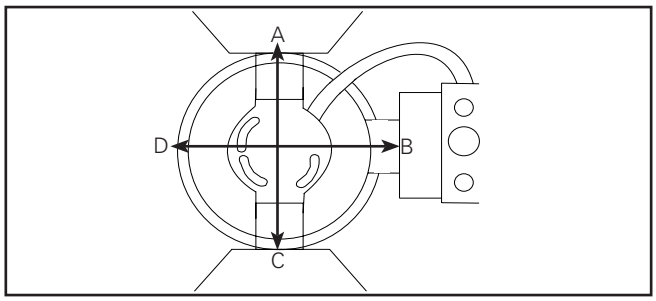

Figure 4. Wall Wash Diagram
Note: For Wall Wash Installations, housing is to be installed with one of (4) sides (A,B,C,D) facing the wall. Wall wash trims can be oriented with stepped reflector facing wall. Use secondary screws supplied with trim for alternate orientation. It may be necessary to fully tighten screws on housing first. Install screws 180° apart. (Figure 4.)